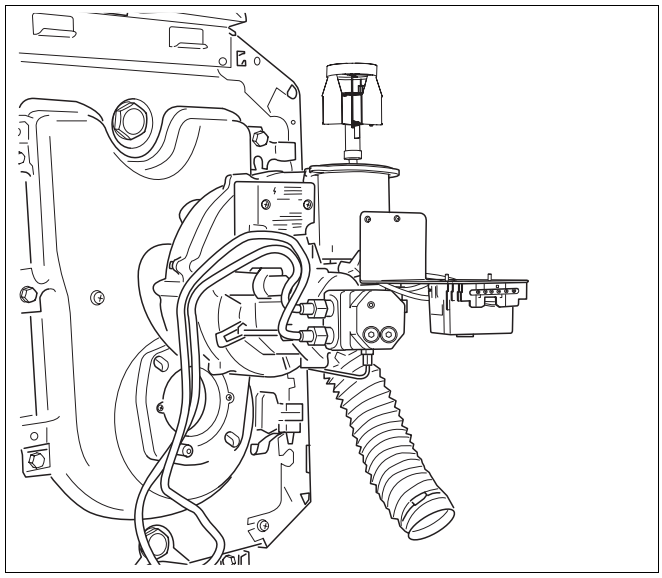

Fig. 25 Colocar el quemador en la posición de servicio
- Coloque el quemador en la posición de servicio (fig. 25).